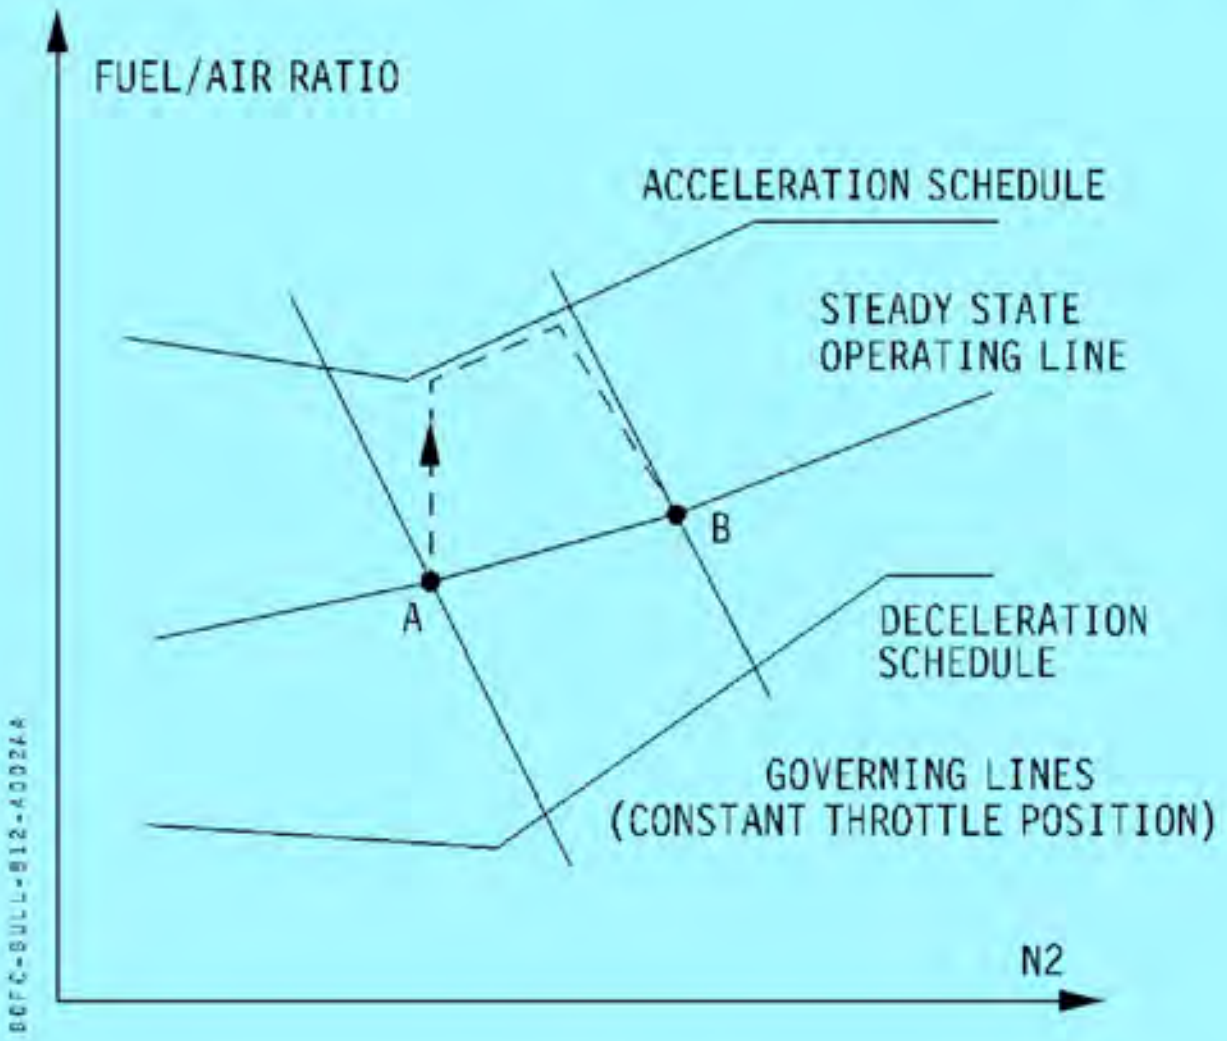

Figure 2
- During an **engine acceleration** (refer to **Figure 2**, hereafter), as the throttle lever is advanced from **Point A** to **Point B**, the fuel/air ratio increases until the **Acceleration Schedule** is reached.